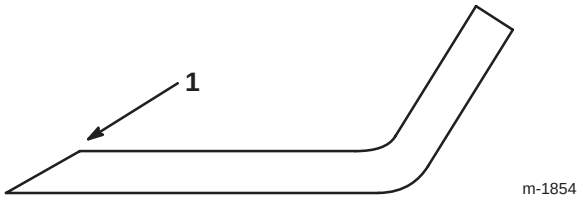

Figure 30
1. Au moyen d'une lime, aiguisez les tranchants aux deux extrémités de la lame (Fig. 30) en veillant à conserver l'angle de coupe d'origine. Limez la même quantité de métal sur chacun des deux tranchants pour ne pas déséquilibrer la lame.